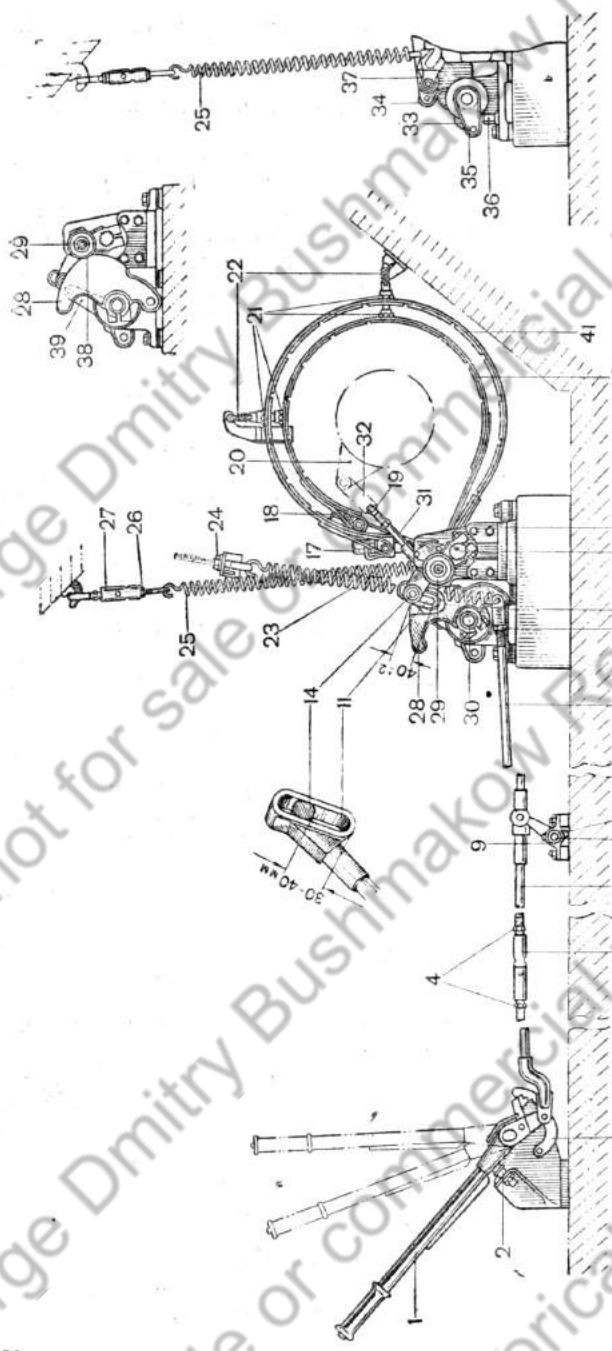

Рис. 184. Привод управления планетарным механизмом поворота (плоскостной чертёж):
9. Соединить рычаг чашки с регулировочной стяжкой *31* (рис. 184).
Правильной регулировкой привода управления обеспечивается (рис. 184 и 185):
2. Чёткое фиксирование рычага управления в первом положении, соответствующем торможению малого барабана. При этом ролик должен свободно от руки проворачиваться на своей оси, а ролик кулачка-разделителя входить в лунку *38* кулачка-разделителя (рис. 184). Фрикцион полностью выключен. Осевой ход подвижной чашки равен 4—4,5 мм. Большой остановочный барабан должен быть отторможен. Пружина должна плотно затягивать малую тормозную ленту на барабане.
1. Отрегулировать длину тяги *10* проушиной *13* (рис. 184 и 185) так, чтобы упор 8 валика прижимался к днищу, когда рычаг управления *1* прижат к регулировочному болту *2*. Проверить, чтобы в этом положении рычаг *35* упирался в упор *36*.
1. Затянуть гайку *18* (рис. 184 и 185) доотказа и затем повернуть ее обратно на 7—9 оборотов.
1. Затянуть гайку *17* (рис. 184 и 185) доотказа.
Для устранения холостого хода рычага и приведения хода выключения к нормальной величине нужно укоротить стяжку *31* (рис. 184).
4. Стук лент устранять, увеличивая натяжение оттяжных пружин *22* (рис. 184).